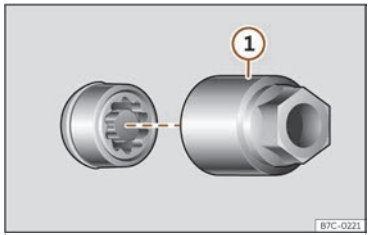

**Fig. 210** Anti-theft wheel nut with cap and adapter.
- Insert the special adapter ››› **Fig. 210** ① (vehicle tools ››› **page 300**) onto the anti-theft wheel nut and push it on as far as it will go.